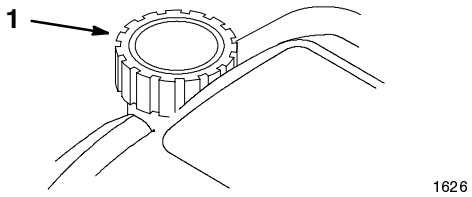

Bild 6
1. Reinigen Sie den Bereich um den Kraftstofftankdeckel (Bild 6).